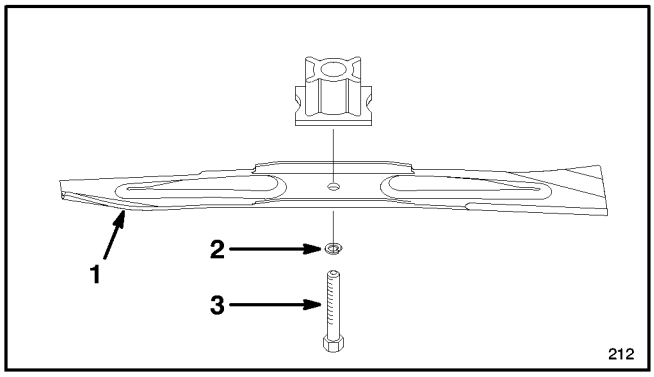

Abbildung 25
5. ENTFERNEN DES MESSERS—Endstück des Mähmessers mit einem Lappen bzw. einem dicken Handschuh anfassen. Messerbolzen, Sicherungsscheibe und Messer entfernen (Abb. 25).